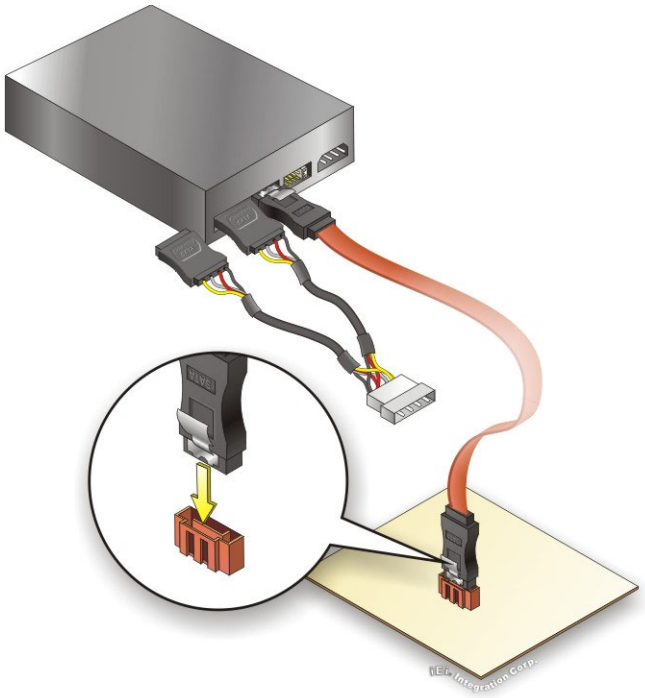

Figure 4-20: SATA Power Drive Connection
Step 3: **Connect the cable to the SATA disk**. Connect the connector on the other end of the cable to the connector at the back of the SATA drive. See **Figure 4-20**.
Step 4: **Connect the SATA power cable**. Connect the SATA power connector to the back of the SATA drive. See **Figure 4-20**.